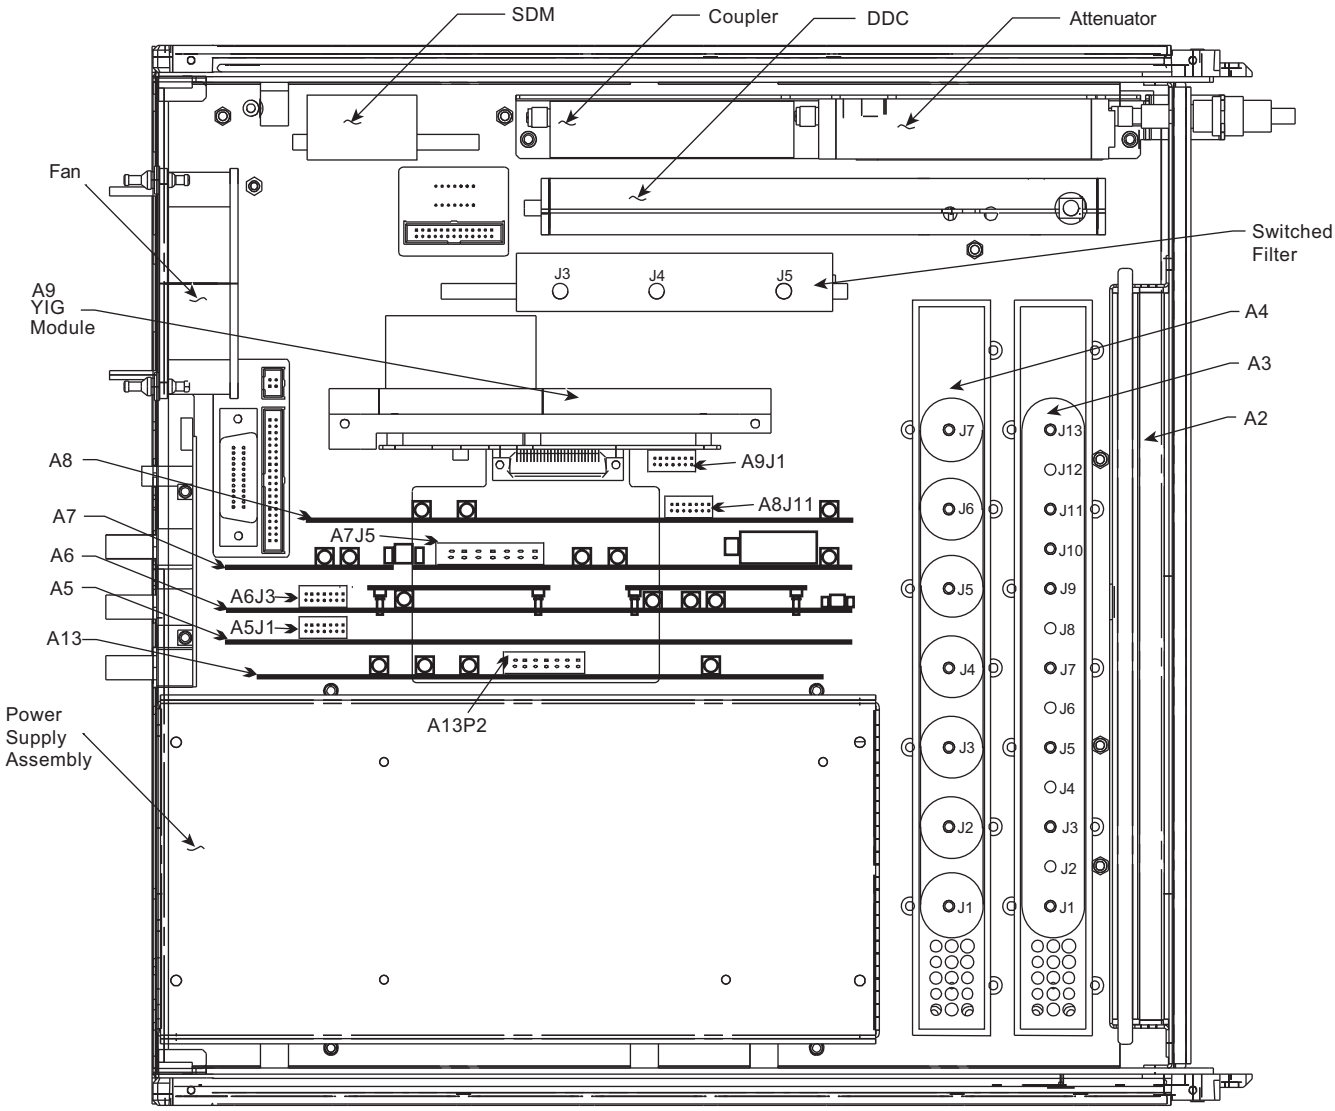

Figure 7-10. Locations of A5, A6, A7, and A9 PCB Assemblies
1. Grasp the A5 PCB by the edges and pull up to remove the board from the chassis connector. See Figure 7-10 for locations of the A5, A6, A7, A8, and A9 PCBs.